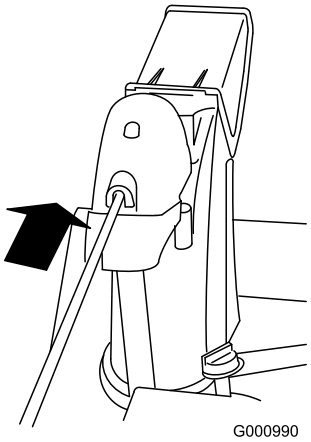

Рисунок 15
4. Вставьте передний конец штока в отверстие на задней крышке редуктора желоба так, чтобы он вошел в соприкосновение с редуктором (Рисунок 15).